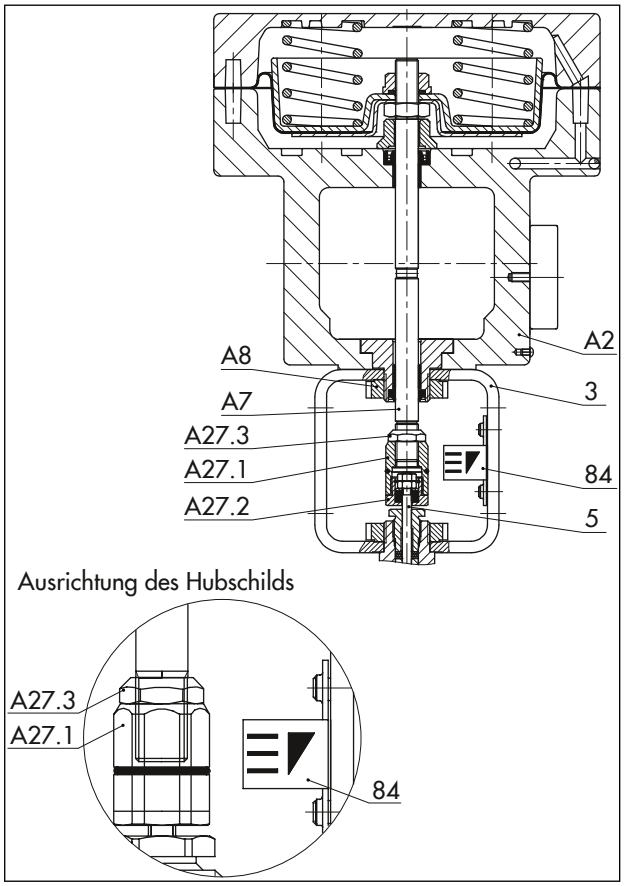

**Bild 13:** *Pneumatischer Antrieb Typ 3277 an Mikroventil Typ 3510*
Vgl. Bild 13
(5) beginnt, sich aus dem Sitz zu bewegen.
**Bei Wirkrichtung FE:** Antrieb mit dem Stelldruck beaufschlagen, der dem Signalbereichsende entspricht. Kupplung (A27.1 und A27.2) so an der Antriebsstange drehen, dass der Kegel (5) beginnt, sich aus dem Sitz zu bewegen.
9. Hubschild (84) so ausrichten, dass die unterste Linie auf dem Hubschild auf Höhe des O-Rings an der Kupplungsmutter ist, vgl. Bild 13.